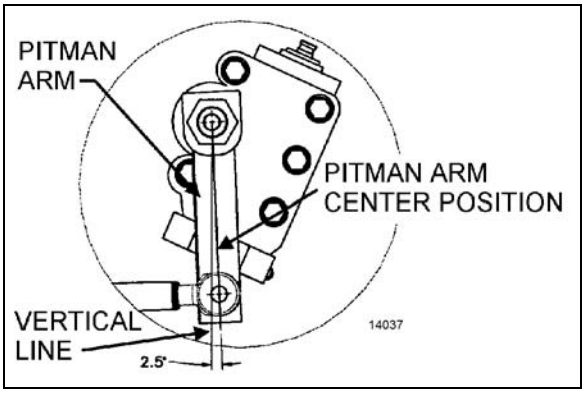
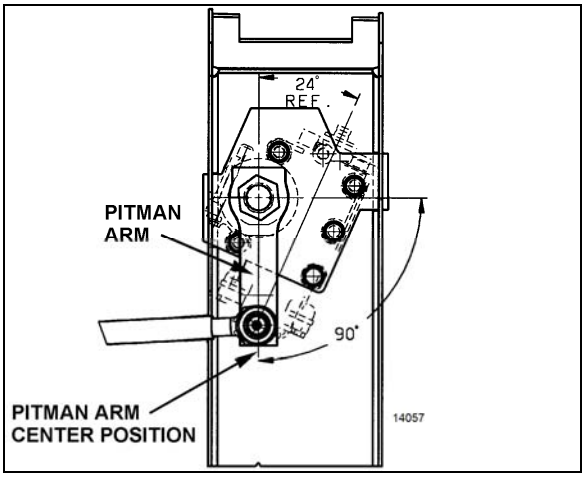

**FIGURE 18: I-BEAM FRONT AXLE PITMAN ARM ADJUSTMENT**
**FIGURE 19: IFS PITMAN ARM ADJUSTMENT**
2. Using a protractor, check the angle of the pitman arm (refer to Figure 18 & Figure 19 for details).